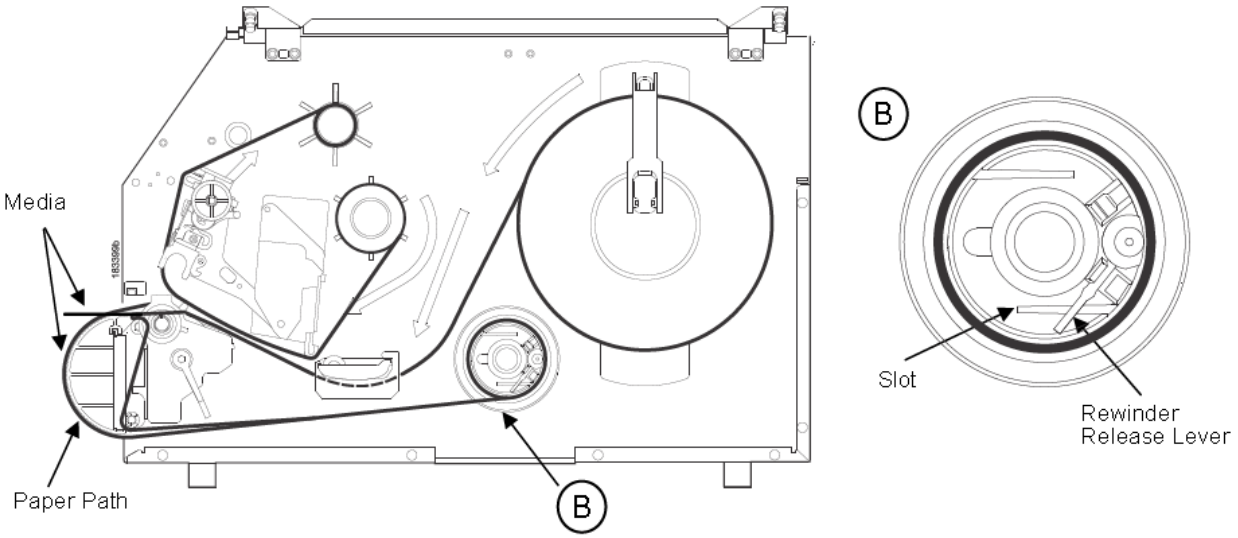

Figure 2 Loading Media
1. To load media, refer to *Figure 2* and follow "*Loading Media*" steps 1 through 9 on page 34.
8. Complete the media routing as shown in *Figure 2*.